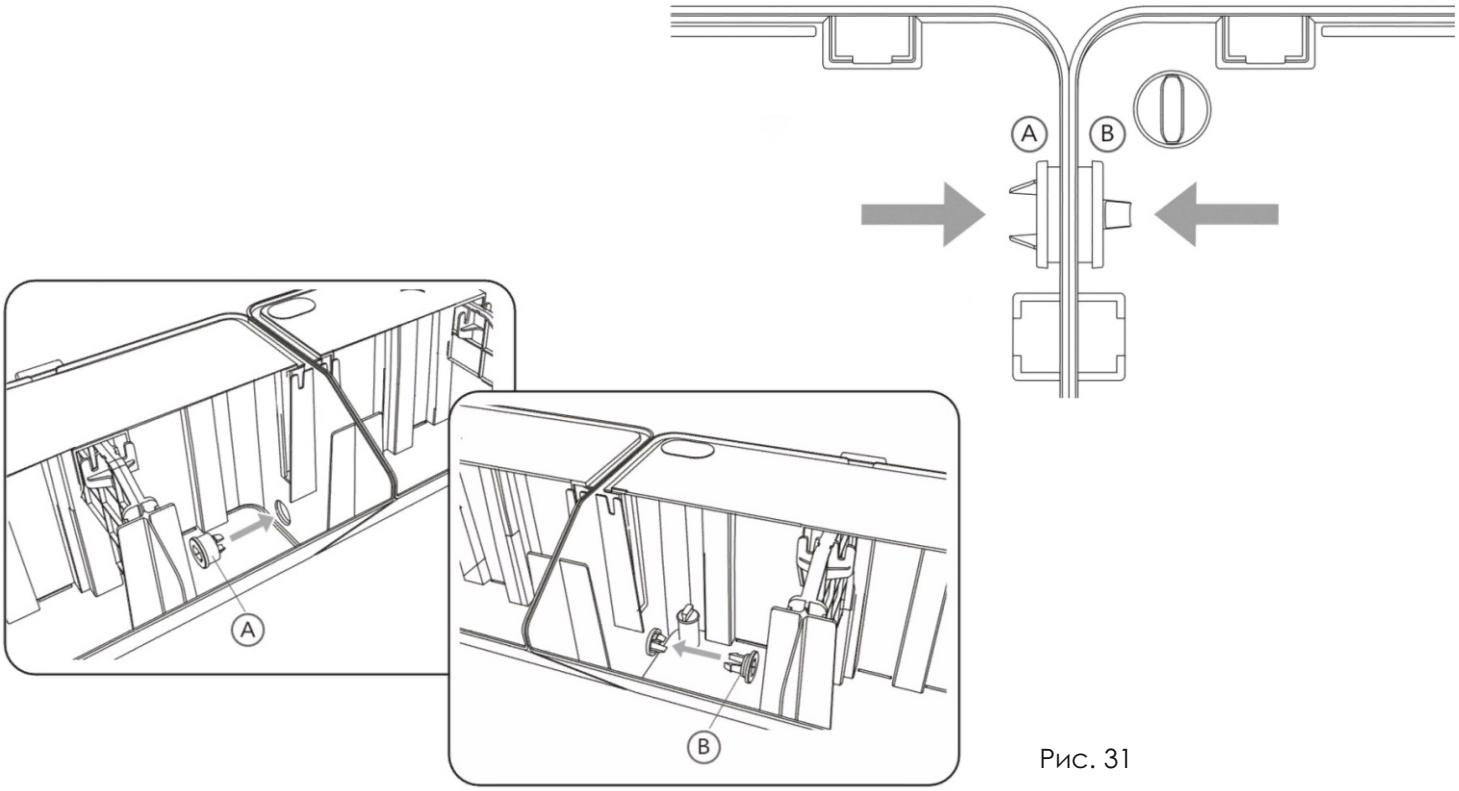

Рис. 31
- Вставьте коннектор **A** с муфтой через смежные отверстия совмещенных фитомодулей и зафиксируйте муфту вставив коннектор **B** с противоположной стороны, как показано на рисунке.См (рис.31)